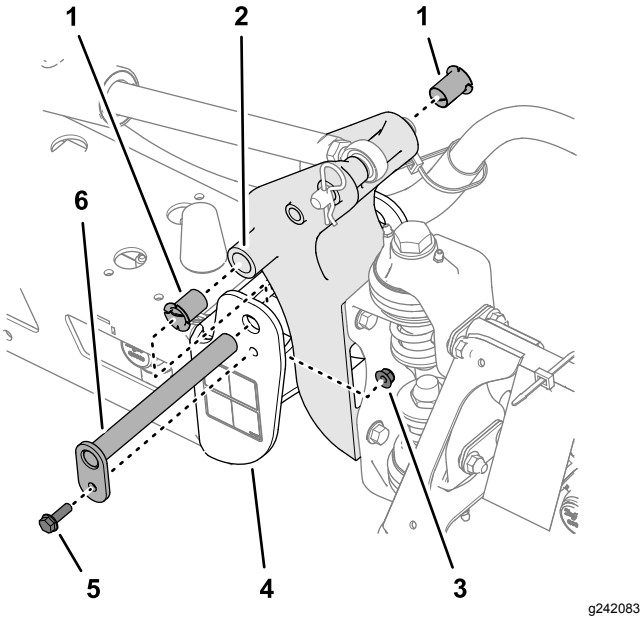

Figur 108
3. Lossa skruven och muttern som fäster svängtappen och ta bort tappen (Figur 108).
5. Ta bort nylonbussningarna från fram- och baksidan på tappfästet och undersök dem (Figur 108).
6. Smörj nylonbussningarna med lite olja och montera dem i tappfästet (Figur 108).
7. Rikta in hålen i tappfästet efter hålen i slutkanalen (Figur 108).